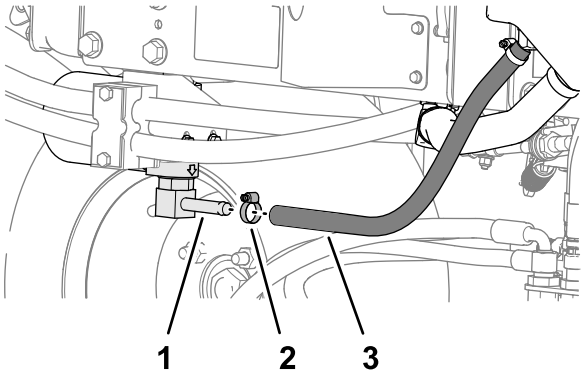
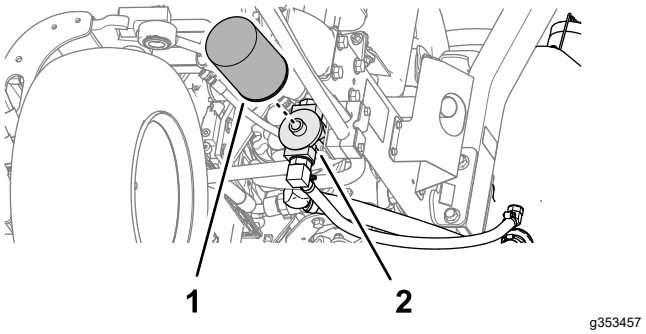

Rysunek 85
Rysunek 86
2. Odłącz przewód hydrauliczny (Rysunek 85) albo zdemontuj filtr oleju hydraulicznego (Rysunek 86) i spuść olej z układu do podstawionej wanienki.